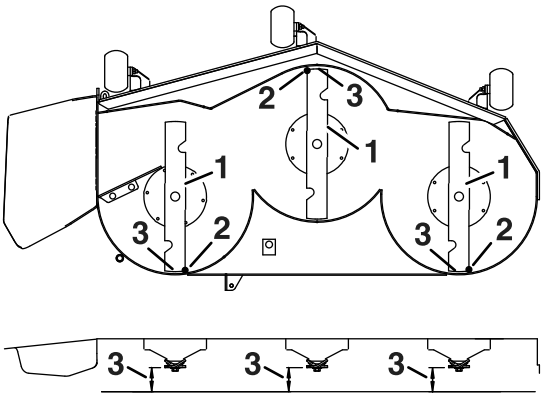

Figur 72
4. Drej forsigtigt skæreknivene, så de vender på langs (Figur 72).
5. Mål fra spidsen af den forreste skærekniv til den plane overflade og spidsen af den bageste skærekniv til den plane overflade (Figur 72).